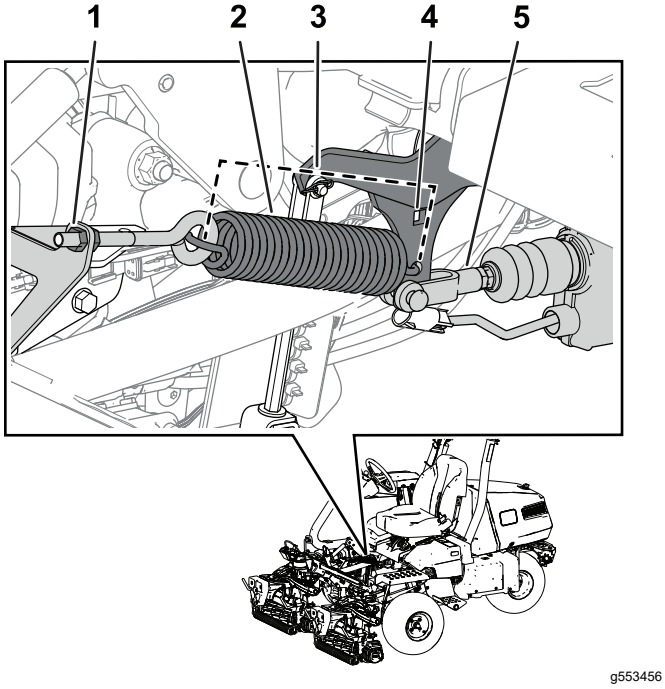

Figura 38
Nota: Consulte la Figura 38 durante este procedimiento.
3. Prepare la operación apretando la tuerca del cáncamo hasta que la longitud del muelle sea de 19.5 cm (7.7") una vez instalado (Figura 38).